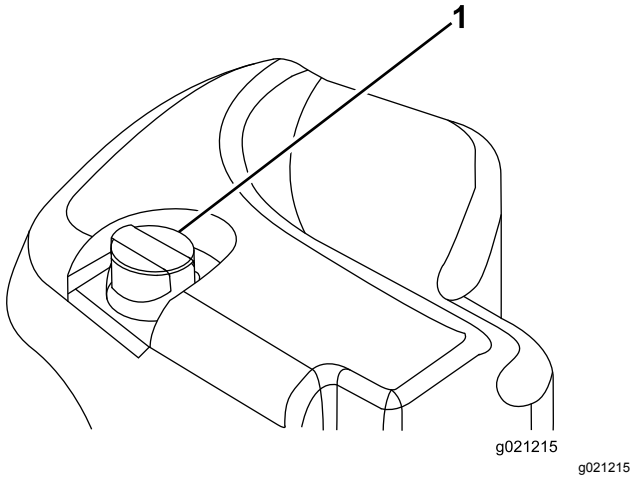

Figur 101
2. Gör rent omkring påfyllningsröret och hydraultanklocket (Figur 101). Skruva av tanklocket på påfyllningsröret.